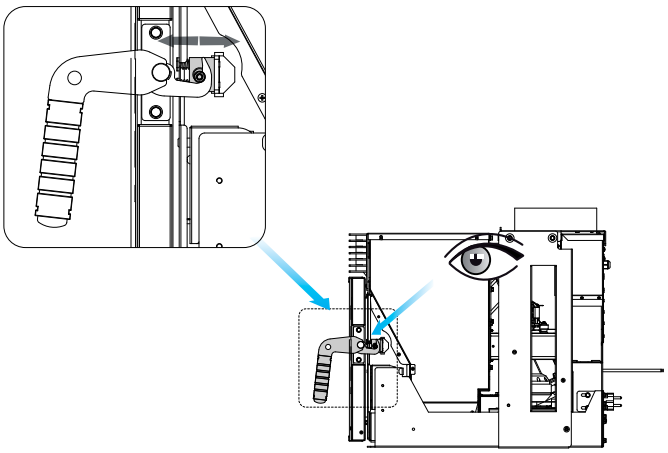

Afb. 7.20
N) Controleren of de deurvergrendelingsveer correct werkt zoals getoond op Afb. 7.20.